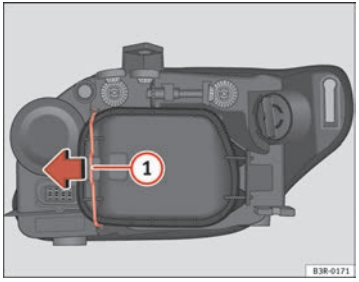

Fig. 198 Dipped headlights
Although it is not necessary, previously remove the rigid cover ⇒ page 262, fig. 198 for easier turn signal bulb changes. ■
- Move the brace ⇒ fig. 198 (1) in the direction of the arrow and remove the rigid cover, separating the brace side and then removing the two tabs from the other end of the cover.